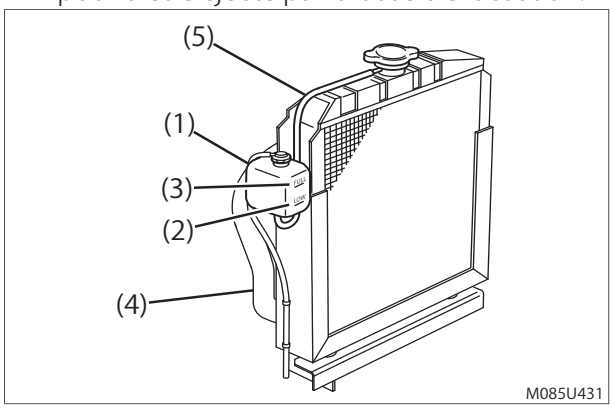

Fig. 7–5
(1) Veillez à ce que la machine soit à niveau (à l'horizontale).
(2) La machine et tous ses dispositifs doivent être éteints et les boutons d'arrêt d'urgence doivent être enfoncés.
(3) Vérifiez le niveau de liquide de refroidissement dans le réservoir de réserve (fig. 7–5, 1). Lorsque la machine est éteinte et « froide », le niveau doit se trouver sur la graduation « LOW » (COLD) ou juste au-dessus (fig. 7–5, 2). Si le niveau de liquide de refroidissement se trouve sur « FULL » (HOT) (fig. 7–5, 3) alors que la machine est froide, le liquide se dilatera lorsqu'il se réchauffera et pourra être éjecté par la buse d'évacuation.
(4) Ajoutez du liquide de refroidissement si nécessaire.
(5) Vérifiez les durites du radiateur (fig. 7–5, 4). Elles ne doivent pas être fêlées, usées, coupées ou endommagées. Remplacez-les si nécessaire.
(6) Vérifiez le raccord (fig. 7–5, 5) qui connecte le réservoir de réserve (fig. 7–5, 1) au radiateur. Assurez-vous qu'il est bien fixé et qu'il n'est pas fêlé ni endommagé. Si c'est le cas, le liquide de refroidissement fuira et n'atteindra pas le réservoir de réserve.